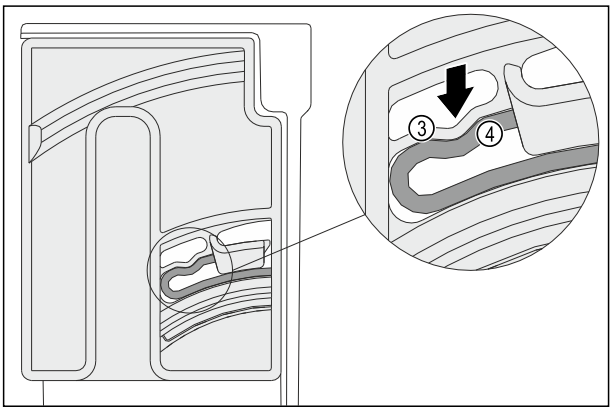

Fig. 129
▷ Elementul elastic *Fig. 129 (3)* al unității de rotire se fixează în poziție cu zgomot perceptibil în forma rotundă a nervurii *Fig. 129 (4)*.